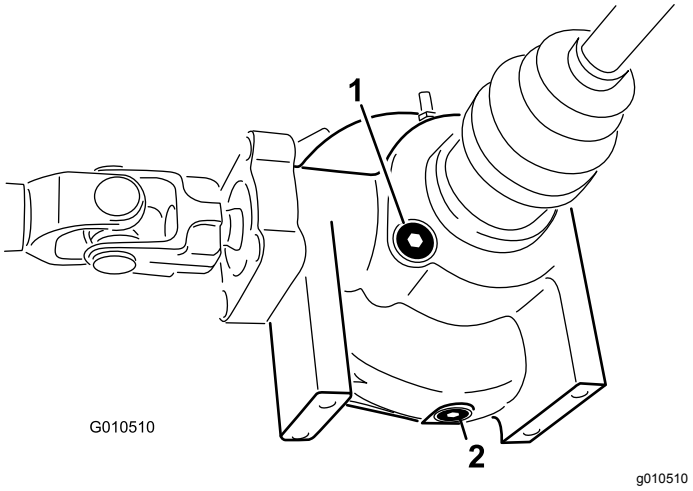

**Bild 43**
4. Reinigen Sie den Bereich um die Füll-/Prüfschraube seitlich am Differenzial (Bild 43).
4. Reinigen Sie den Bereich um die Ablassschraube an der Seite des Differenzials (Bild 43).